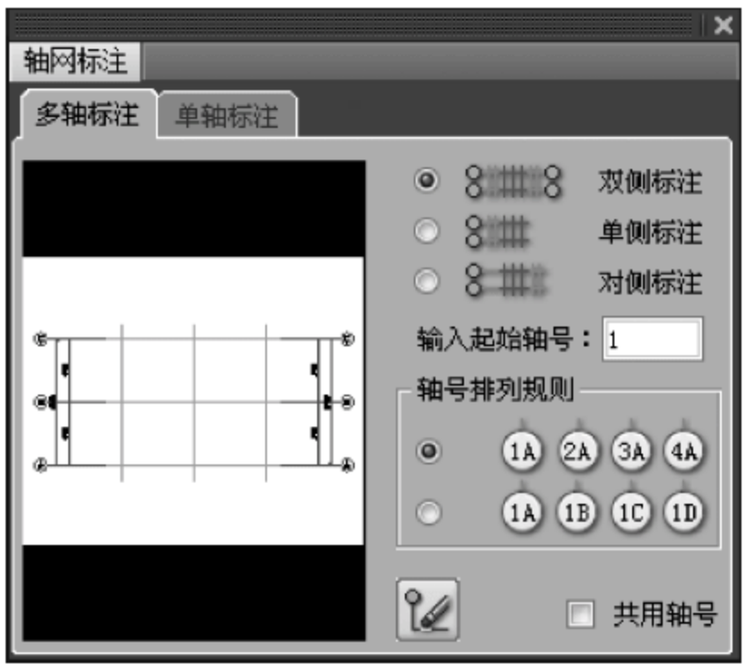
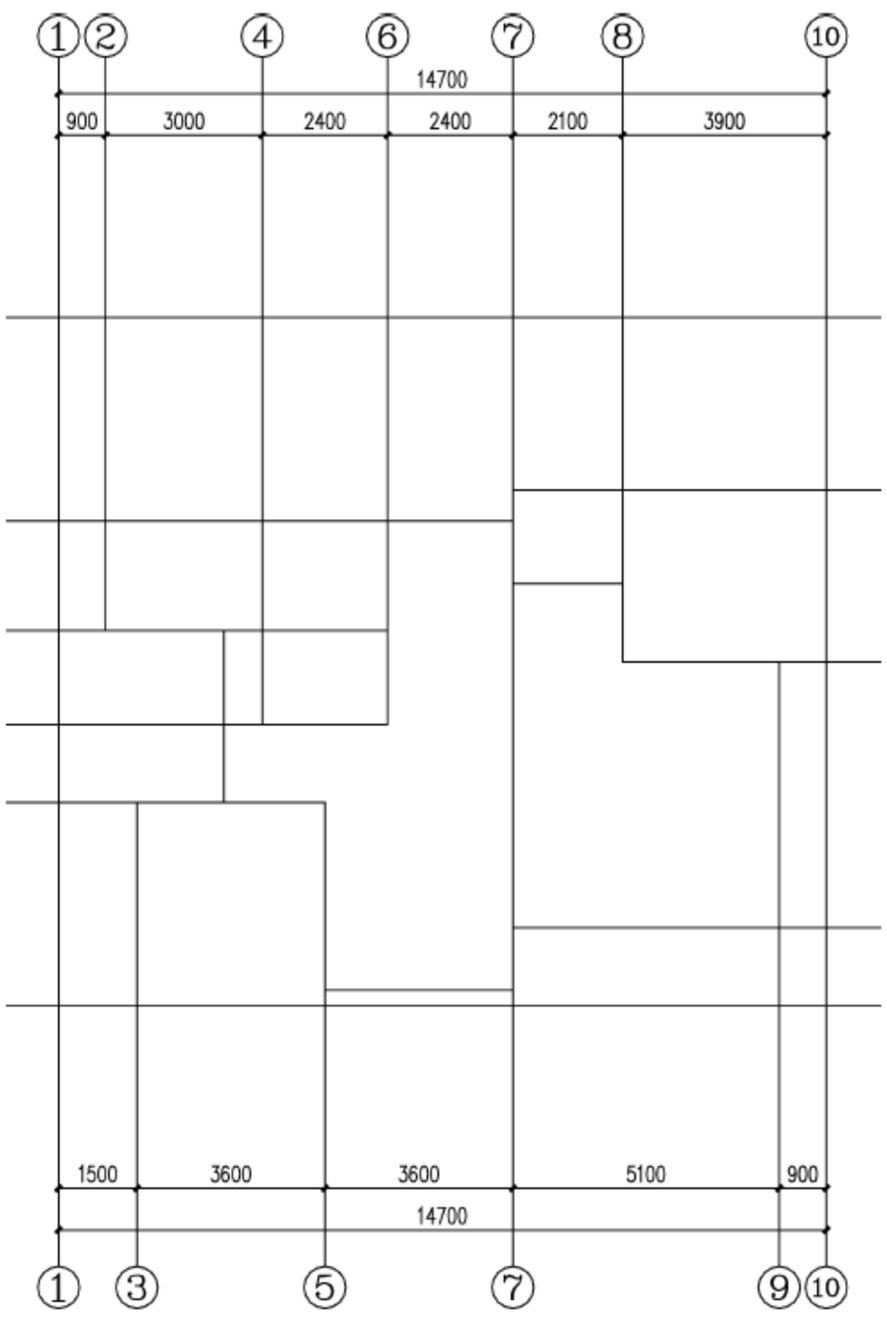

图 18-8 “轴网标注”对话框
图 18-9 纵向轴标
(1) 单击菜单中的“轴网柱子”→“轴网标注”命令，显示“轴网标注”对话框，如图 18-8 所示。在对话框中输入“起始轴号”为 1，选择标注“双侧轴标”，在图中从左至右选择轴线，如图 18-9 所示。